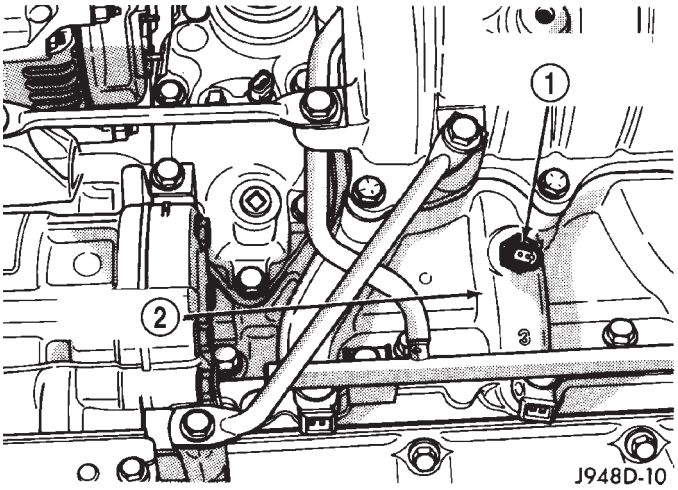

Fig. 15 Air Temperature Sensor—8.0L Engine
(11) Inspect accelerator cable, transmission throttle cable (if equipped) and cruise control cable connections (if equipped). Check their connections to the throttle arm of throttle body for any binding or restrictions.
(12) If equipped with vacuum brake booster, verify that vacuum booster hose is firmly connected to fitting on intake manifold. Also check connection to brake vacuum booster.
(13) Inspect the air cleaner inlet and air cleaner element for dirt or restrictions.
(14) Inspect radiator grille area, radiator fins and air conditioning condenser for restrictions.
(15) Verify that the intake manifold air temperature sensor wire connector is firmly connected to harness connector (Fig. 15).